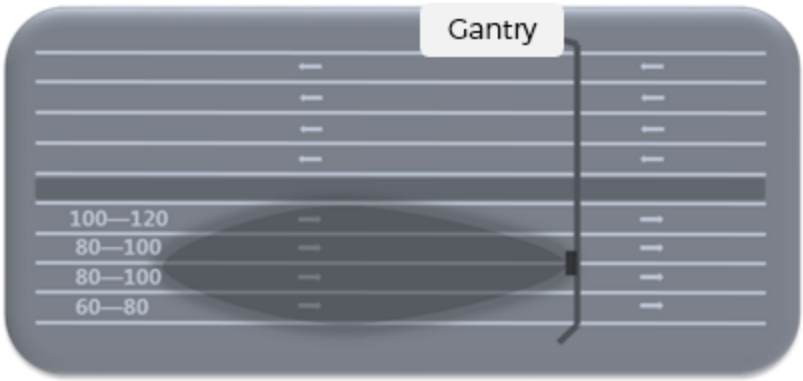

Figure 2.9: Installation Position for Observing Oncoming Lanes
- Observing oncoming lanes only, as shown in Figure 2.9.